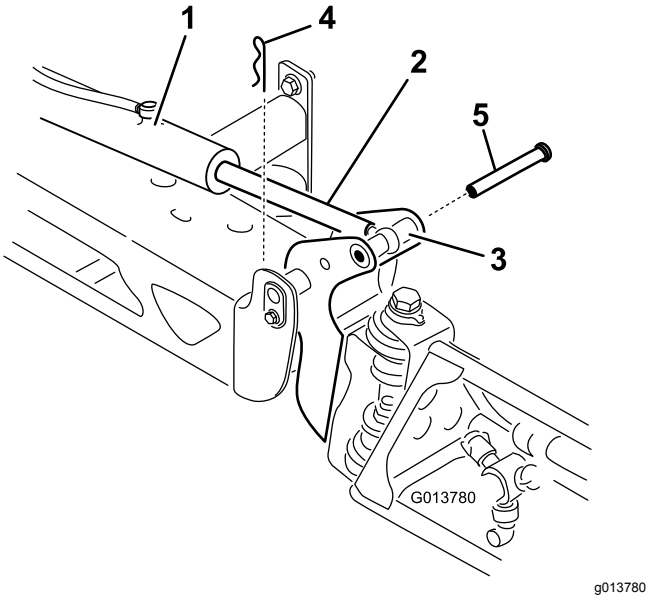

Figur 83
2. Fjern splitten fra drejetappen (Figur 83).
3. Løft op på bommen, fjern splitten (Figur 83), og sænk langsomt bommen ned på jorden.
9. Mens du holder bommen, skal du føre stiften gennem bommens drejetap og aktuatorstangen (Figur 83).